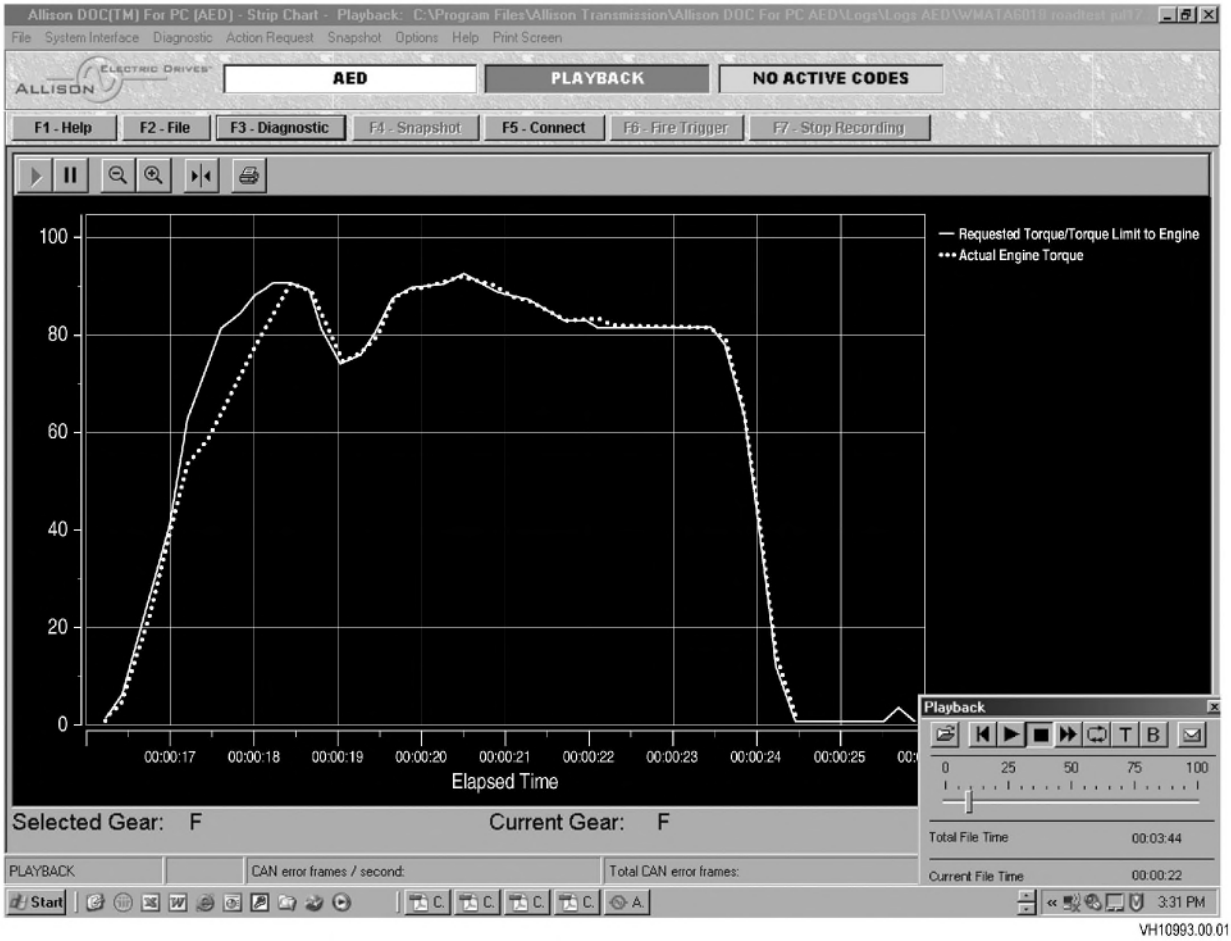

Figure 1. Allison DOC® Strip Chart of Engine Meeting Hybrid Torque Request
6. Monitor Actual Engine performance vs. Requested Engine performance. Under normal circumstances the Actual Engine Torque will meet the Requested Engine Torque with some initial lag due to turbo spool up. Figure 1 provides a representation for a typical Requested Engine Torque vs. Actual Engine Torque acceleration scenario.